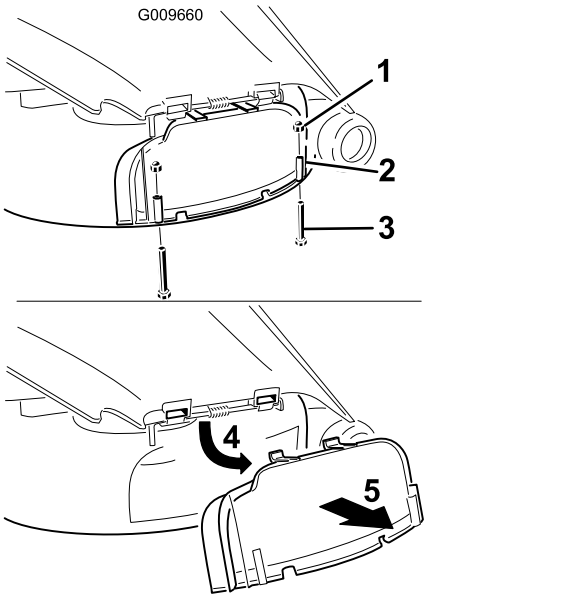

Figura 23
3. Remova os 2 parafusos e porcas que fixam a cobertura de descarga ao cortador (Figura 23).